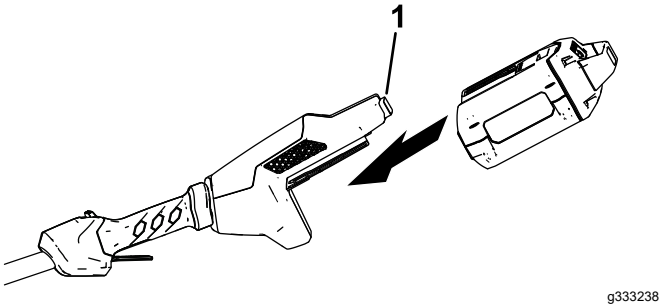

Figura 7
1. Alinee el hueco de la batería con la lengüeta del alojamiento de la empuñadura (Figura 7).
2. Introduzca la batería en la empuñadura hasta la batería encaje en el cierre (Figura 7).